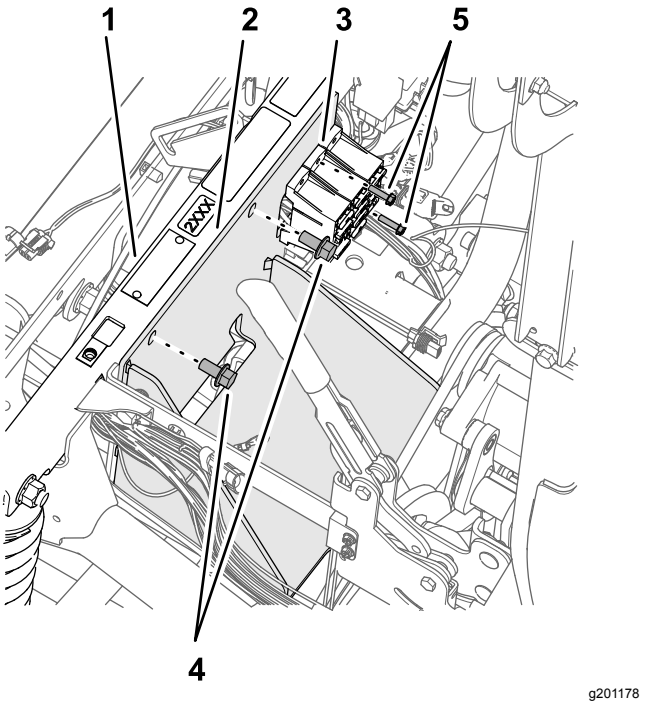

Rysunek 176
2. Zamocuj wspornik akumulatora do rury wspornika amortyzatora (Rysunek 176) za pomocą 2 śrub kołnierzowych (⅜ x ¾ cala) zachowanych w kroku 4 procedury Demontaż akumulatora (300 A) i wspornika akumulatora (Strona 82).
4. Zamocuj bloki bezpieczników do wspornika amortyzatora (Rysunek 176) używając śrub (10–24 x ¾ cala) i nakrętek (10-24) odkręconych wcześniej w kroku 3 procedury Demontaż akumulatora (300 A) i wspornika akumulatora (Strona 82).